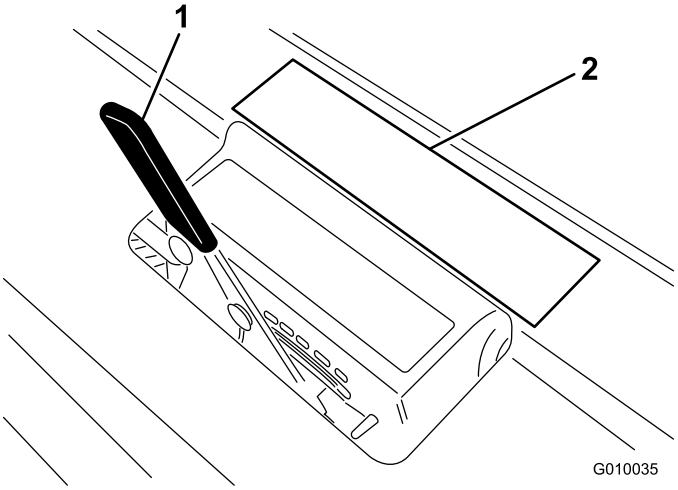

Figuur 27
2. Leg de tand op de sticker voor de werkdiepte (Figuur 27) met een uiteinde tegen de streep voor de gewenste werkdiepte (zie het tandensjabloon op de sticker).